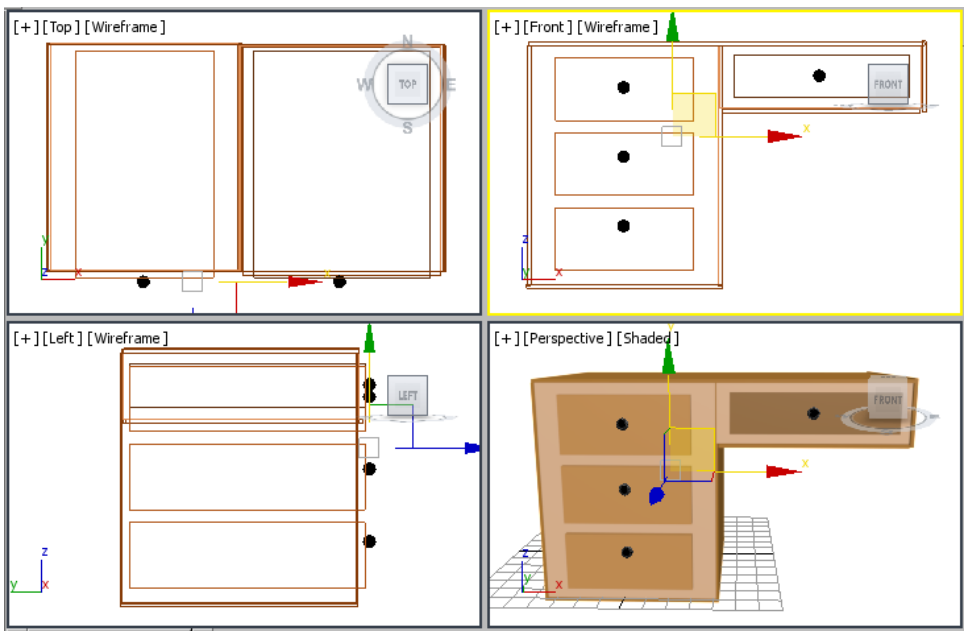

Figure 2-61 *Alignment of knobs in viewports*
5. Activate the Front viewport and then create three copies of *knob001* by using the **Clone Options** dialog box as described earlier. The newly created copies are automatically named as *knob002*, *knob003*, and *knob004*. Next, align them in viewports, as shown in Figure 2-61.